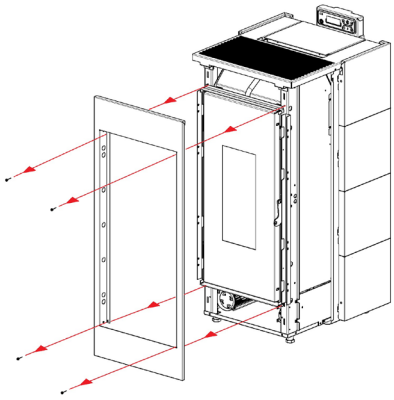

Fig. 29 - Herausnehmen der vorderen Platte
- Die vordere Platte herausnehmen: Die 4 Schrauben lösen (siehe **Fig. 29 auf S. 20**).